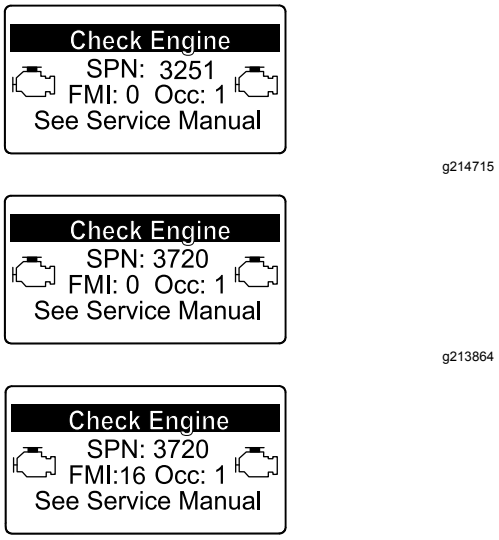

Figuur 80
- Als motorstoring CHECK ENGINE SPN 3251 FMI 0, CHECK ENGINE SPN 3720 FMI 0, of CHECK ENGINE SPN 3720 FMI 16 op het InfoCenter (Figuur 80) verschijnt, maak het roetfilter dan schoon zoals hieronder beschreven: